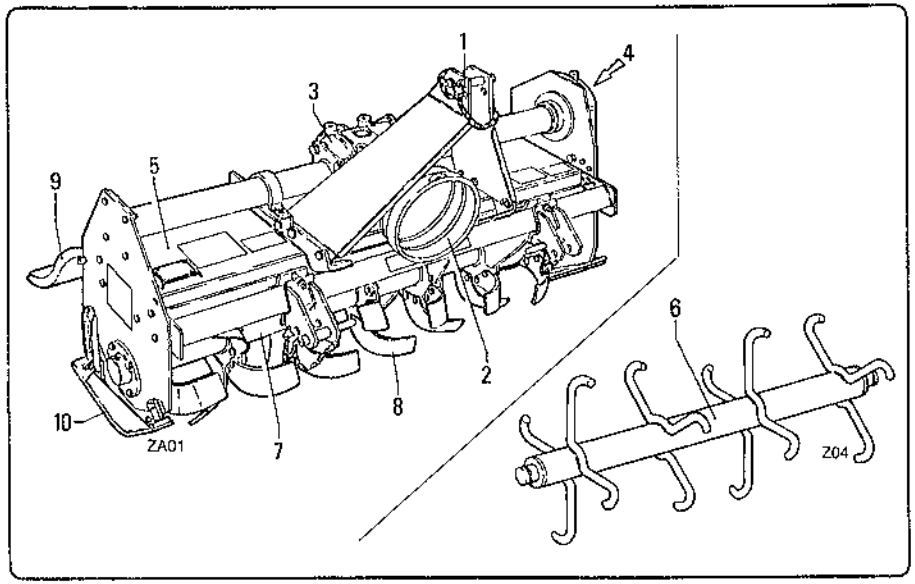

fig. 1.3.1
1.3 - Parti principali (fig. 1.3.1)
1.3 - Main parts (fig. 1.3.1)